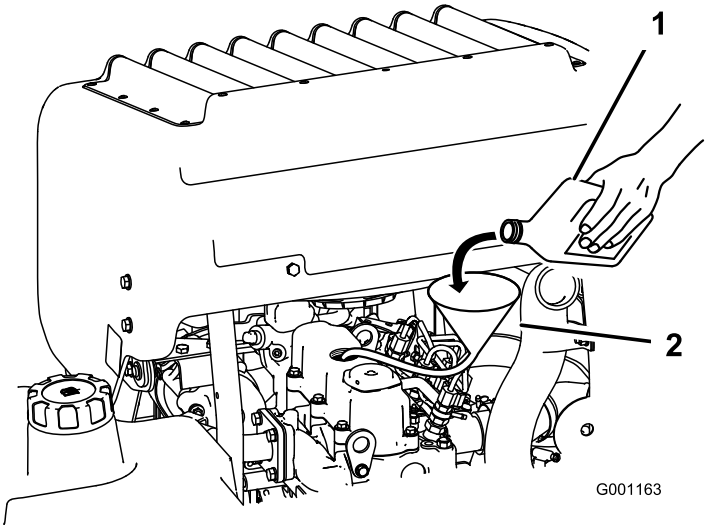

Figuur 50
3. Gebruik een slang en een trechter om motorolie bij te vullen (Figuur 50).